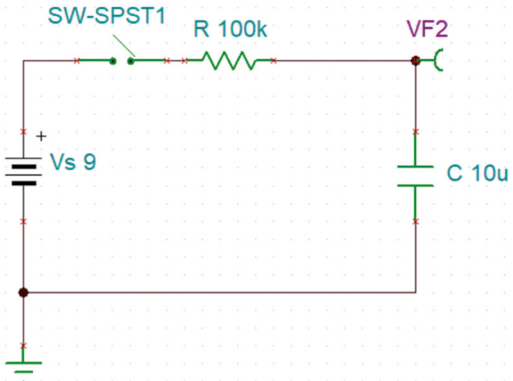

Figure 2.30 The circuit drawn in the simulator.
- Start the simulator and draw the RC circuit shown in Figure 2.30.